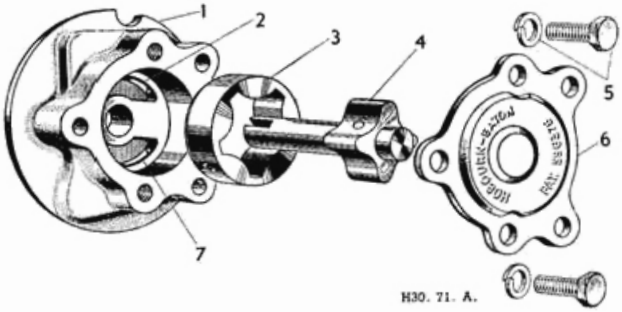

Fig. A.4.
(1) Remove the oil pump cover after unscrewing its two securing setpins.
(2) The outer rotor and the combined oil pump shaft and inner rotor can now be removed (see Fig. A.4)